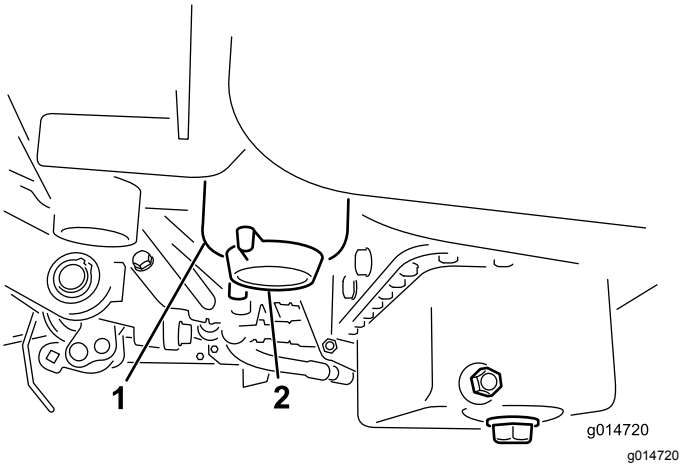

Figur 33
2. Rengør området, hvor filterskålen monteres (Figur 33).
4. Åbn filteraftapningsventilen (Figur 33).